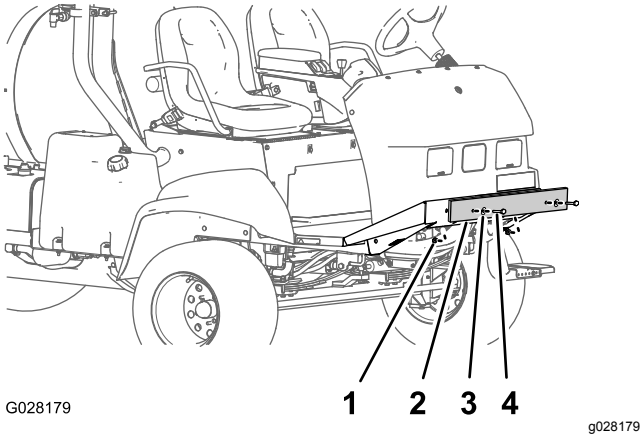

Рисунок 4
1. Снимите болты, шайбы и гайки, которые крепят транспортировочный бампер к передней пластине шасси (Рисунок 4).
2. Снимите транспортировочный бампер с машины (Рисунок 4).